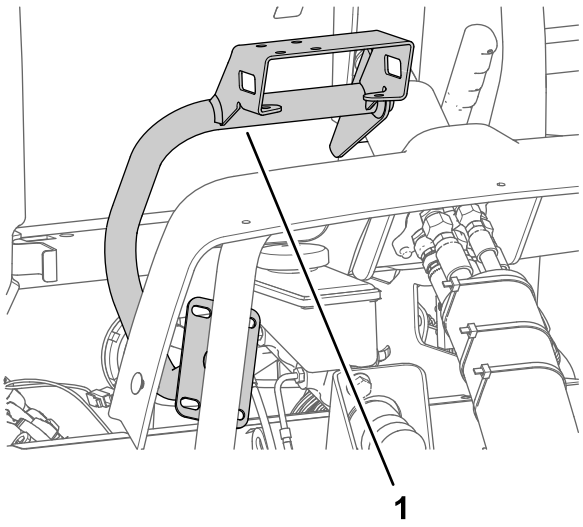

Figur 162
1. Ret monitorens monteringsbeslag ind efter maskinen som vist i Figur 162.